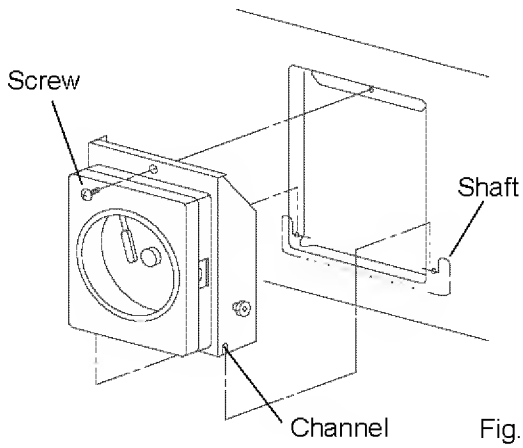

Fig. 20
10. Set the automatic temperature recorder with the channel on the recorder fitting aligned with the shaft and fix the automatic temperature recorder by a screw at the space for automatic temperature recorder. [Fig. 20]